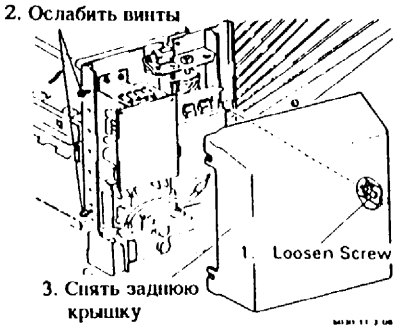

Рис. 2. Снятие задней крышки
4. (Рис. 2): Снять заднюю крышку.